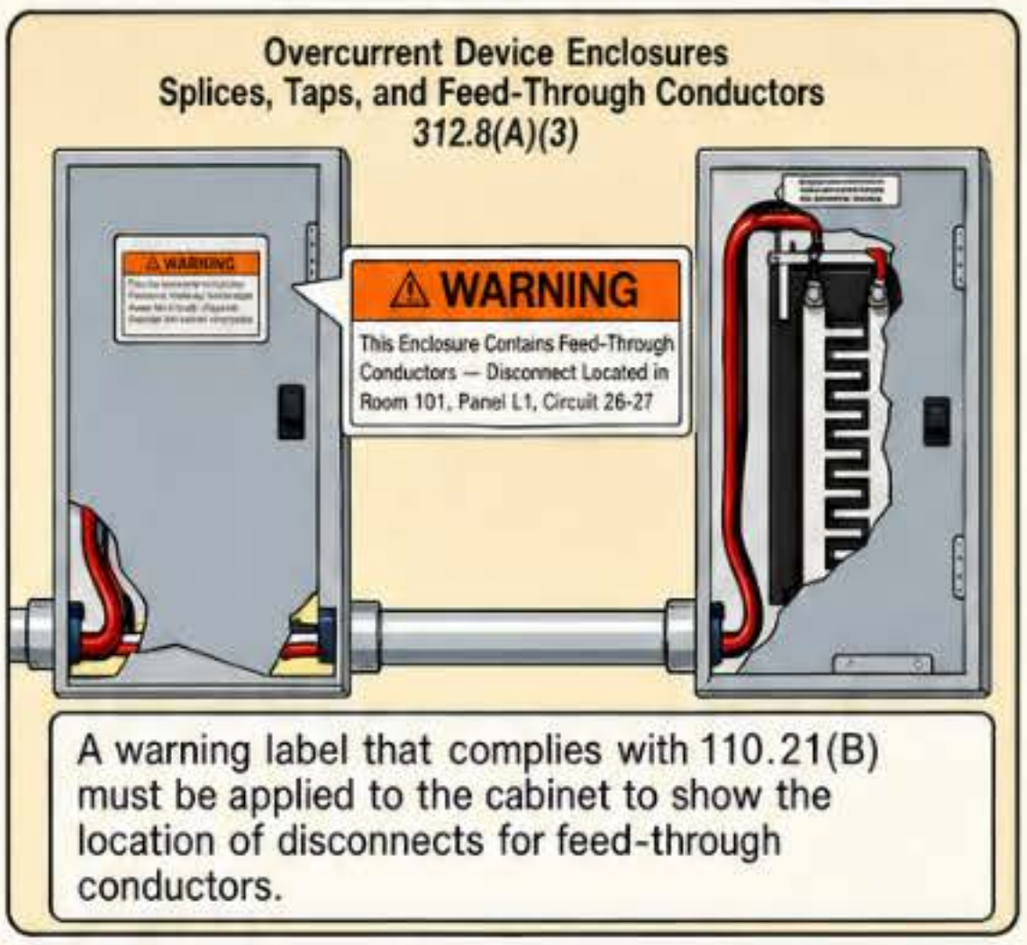

Figure 312-15
(3) When conductors pass through the cabinet, a durable permanently attached warning label that meets 110.21(B) must be applied on the cabinet to clearly indicate where the disconnects are located for those feed-through conductors. **Figure 312-15**